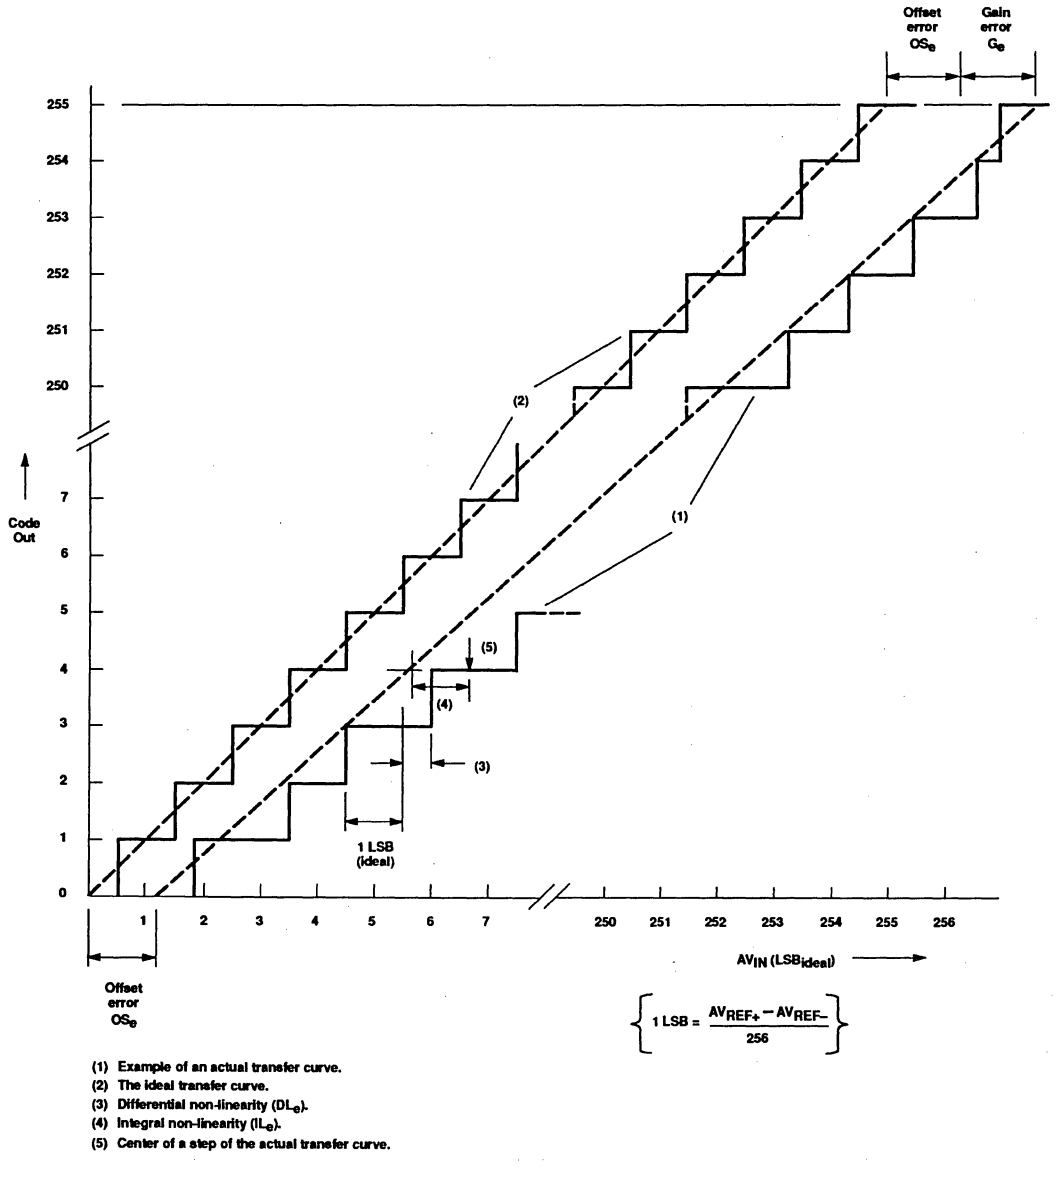

Figure 1. ADC Conversion Characteristic
9. The differential non-linearity (DL_e) is the difference between the actual step width and the ideal step width. (See Figure 1.)
11. The integral non-linearity (IL_e) is the peak difference between the center of the steps of the actual and the ideal transfer curve after appropriate adjustment of gain and offset error. (See Figure 1.)
12. The offset error (OS_e) is the absolute difference between the straight line which fits the actual transfer curve (after removing gain error), and a straight line which fits the ideal transfer curve. (See Figure 1.)
13. The gain error (G_e) is the relative difference in percent between the straight line fitting the actual transfer curve (after removing offset error), and the straight line which fits the ideal transfer curve. Gain error is constant at every point on the transfer curve. (See Figure 1.)